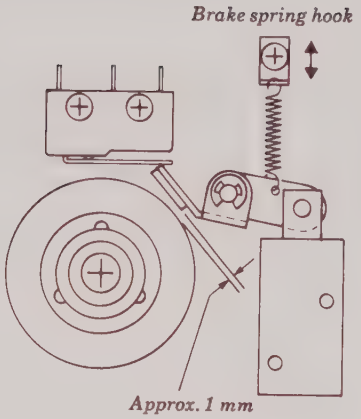

Fig. 5-32
2. Move latching solenoid plunger to position in which brake is released, then check that there is gap of 1mm (0.04in) between brake shoe and reel table. If gap is less than 1mm (0.04in) reposition latching solenoid. (See Fig. 5-32)